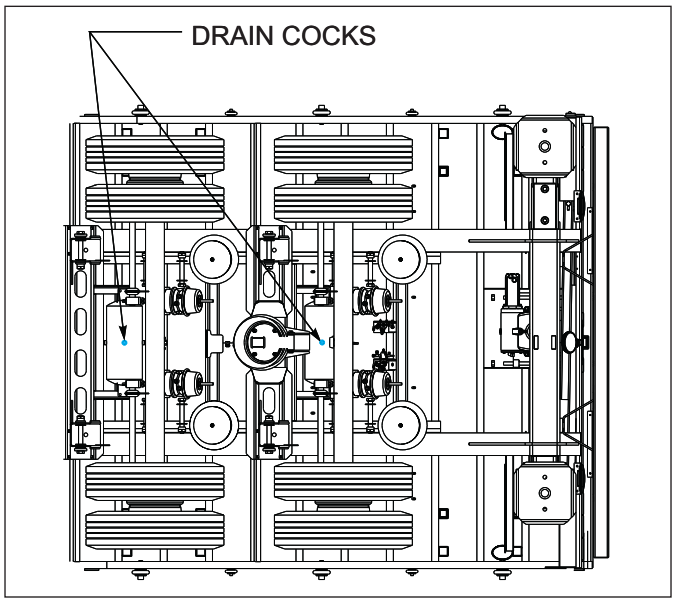

Figure 4-9: Drain Cock Locations
4. Drain air reservoir daily. A drain cock on the bottom of each air reservoir vents the tank to drain collected water and oil. If held open, air pressure in the tanks is relieved, causing the emergency or parking brakes to be applied (***See Figure 4-9***) The drain cocks on your Landoll Bottom Dump have a pull loop routed from drain cock to allow easy access.